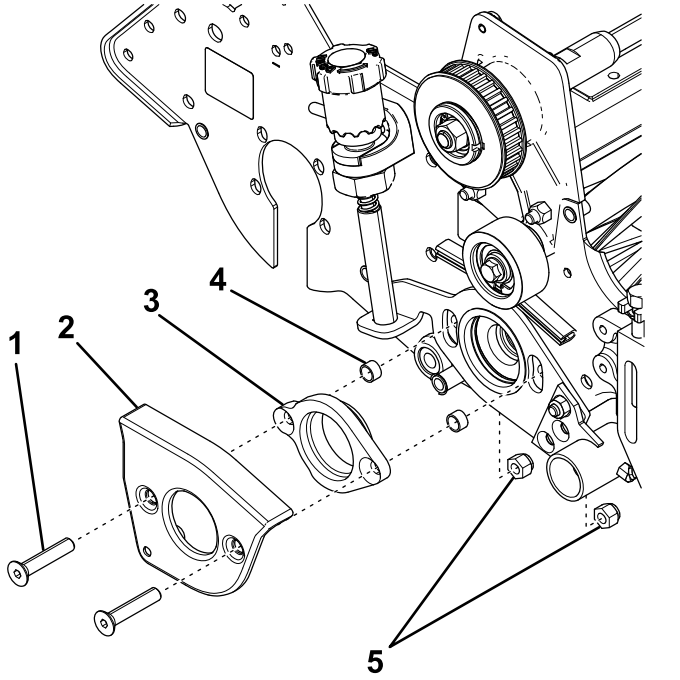

Figuur 11
1. Breng de twee platkopschroeven aan in de groomerarmkap en schuif de nieuwe afstandsringen op de uiteinden (Figuur 11).
2. Steek de platkopschroeven door de zijplaat en bevestig met 2 borgmoeren (Figuur 11).